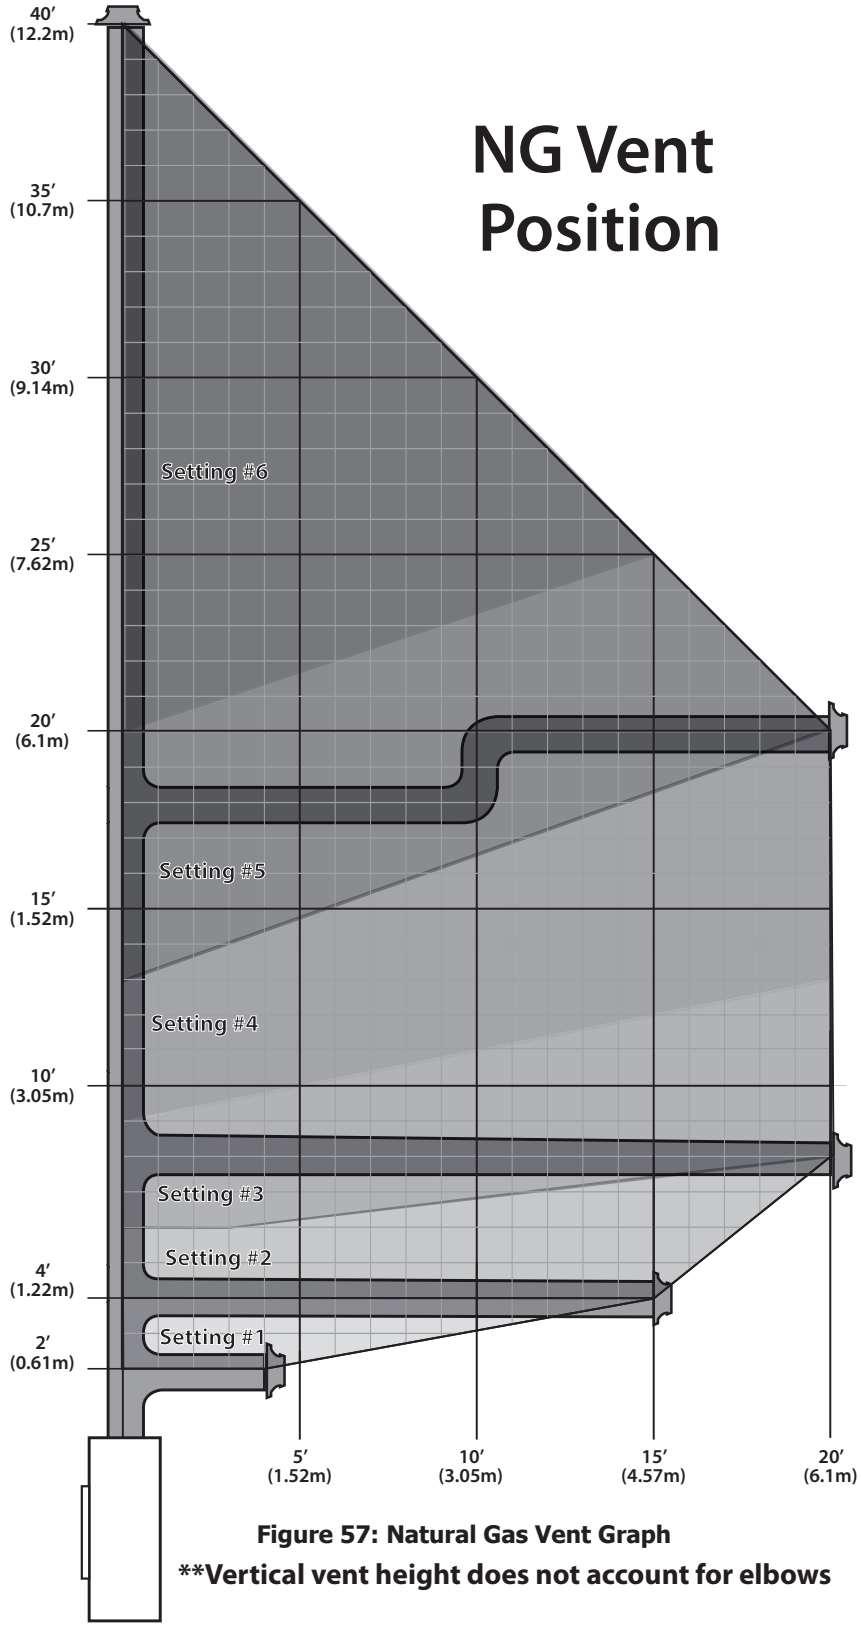

Figure 57: Natural Gas Vent Graph
Figure 57 shows the range of venting options using either vertical or horizontal terminations; any layout that remains within the shaded area is acceptable. Having the fewest number of elbows is ideal as they tend to restrict air movement. The total length of horizontal vent pipe can not exceed 20 feet (6.1m) and the total vent length can not exceed 40ft (12.2m). Any combination of rise and run can be used as long as it lays within the shaded area (a total of three (3) 90° elbows or six (6) 45° elbows can be used. In addition to what is shown, if a 90° elbow is used in the horizontal plane, 3 feet (91.4cm) must be subtracted from the allowable horizontal run (for each 45° elbow, 1½ feet (45.7cm) must be subtracted).